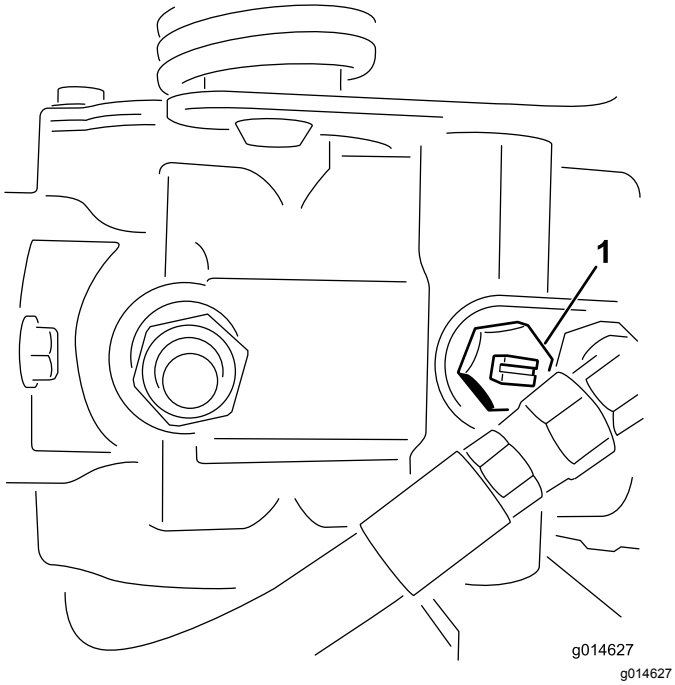

**Figur 23**
1. Find omløbsventilen på pumpen, og drej den, så rillen er vertikal (Figur 23).
2. Luk omløbsventilen ved at dreje den, så rillen er horisontal (Figur 23), før du starter motoren.